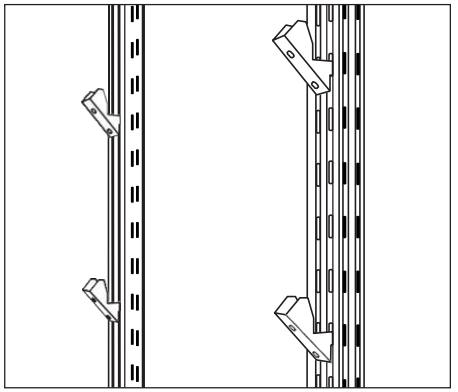

Рис. 8. Установка кронштейнов.
1. Определитесь с уровнем расположения полок, установите на всех спаренных стойках кронштейны для полок на одном уровне (рис. 8).